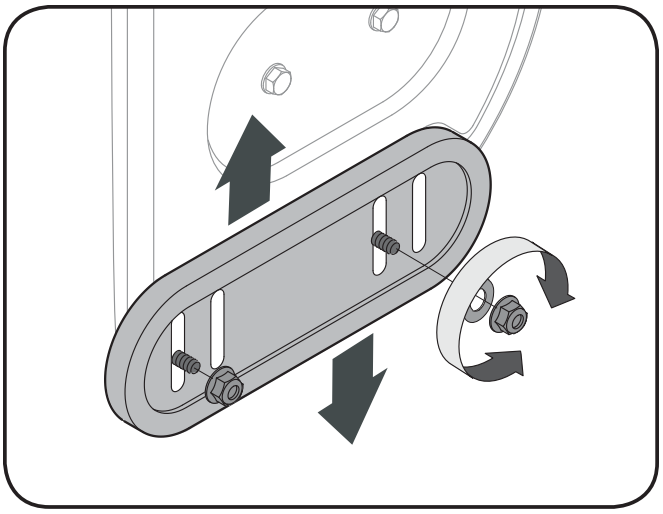

Fig. 3-15
7. Pour ajuster à nouveau le câble de commande, desserrez le vis à six pans supérieur du support de la commande de la tarière. Voir la Fig. 3-15.